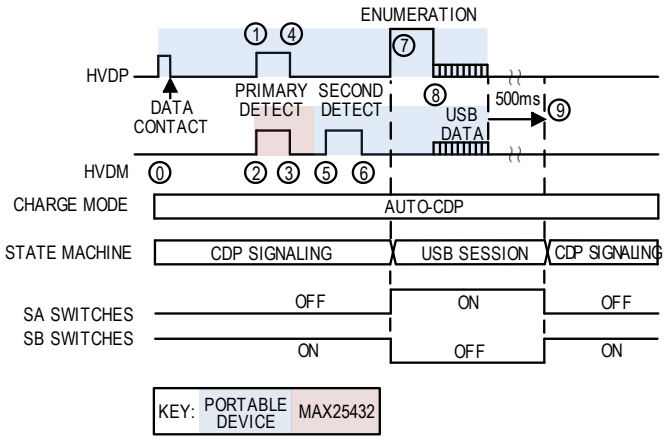

Figure 14. Auto-CDP State Diagram
- The USB data switches (SA switches) are initially open (step 0 in *Figure 14*), and the detection circuitry is connected to HVDP/HVDM (SB switches). This is the resting state in the Auto-CDP mode and is called CDP Signaling state. In the CDP Signaling state, 19kΩ (typ) pulldowns are applied on HVDP/HVDM and IDAT_SINK is active on HVDP.